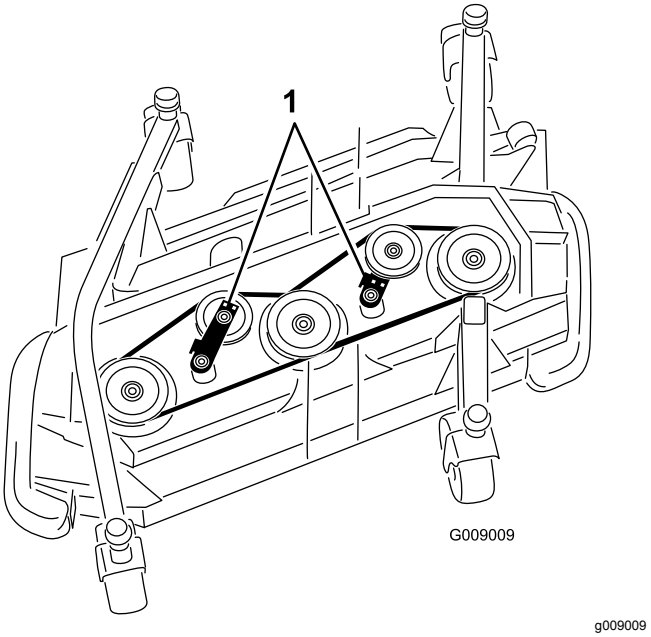

Figuur 130
5. Trek de spanpoelie weg van de onderste drijfriem om deze te ontspannen en laat de drijfriem loskomen van de poelies. Gebruik hiervoor een onderbrekerstang of soortgelijk gereedschap (Figuur 130).